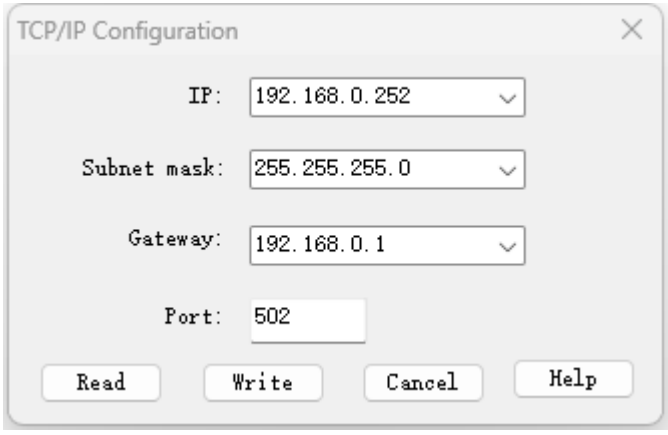

Figure 4
3、If you need to modify the parameters of this device: left-click to select the device serial number you want to modify in the above picture. Right-click to select modify the device parameters. The window will pop up as shown below (figure 4), and you can modify the Ethernet parameters of this device.